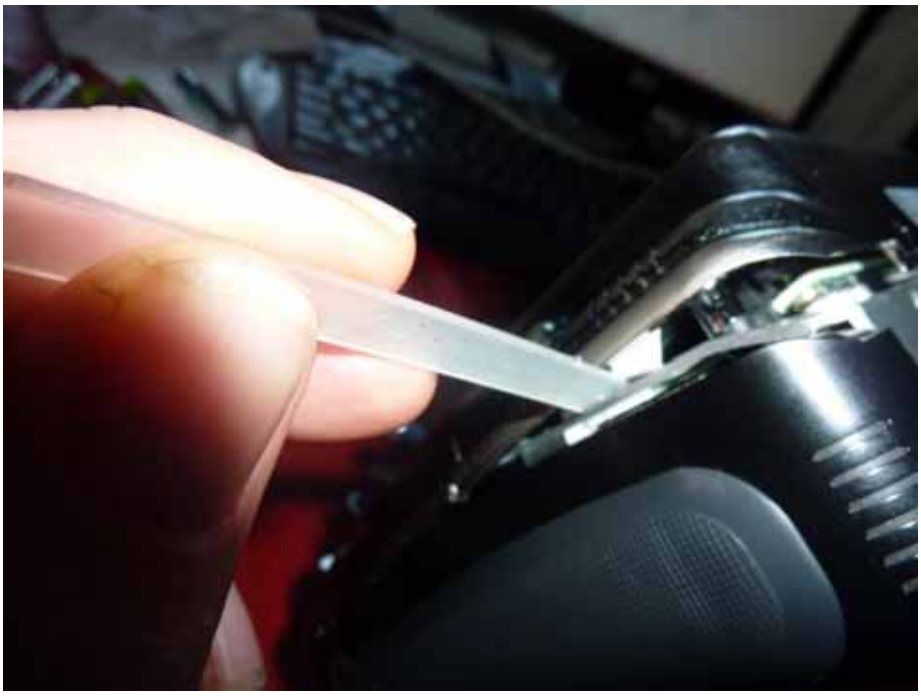

Figure 74 Cables at sides of LCD Panel that get trapped
3. Re fit the LCD panel being very, very careful not to trap any cables (see Figure 74).